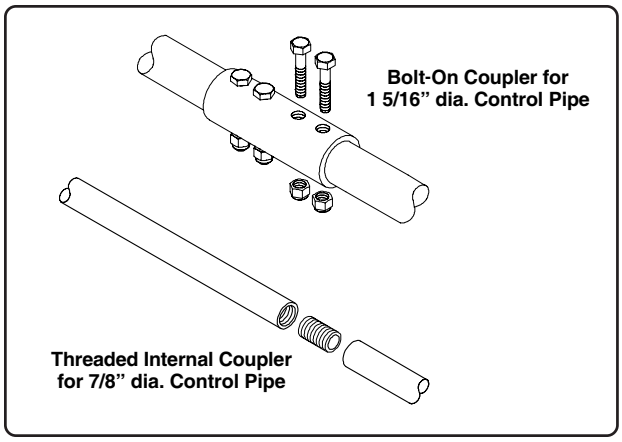

Fig. 1
When two or more of the 7/8” o.d. control pipes are required, one end of each pipe section will have internal threads for the coupler connection. When two or more 1 5/16” o.d. pipe sections are used, one end of each pipe will have two (2) holes used for the bolt-on coupler connection (See Fig. 1).
When more than one control pipe is used, start with the shortest section at the intermediate well nearest the center well and work your way with the longer sections towards the Rack & Pinion device. Attach the sections together using the appropriate coupler (See Fig. 1).